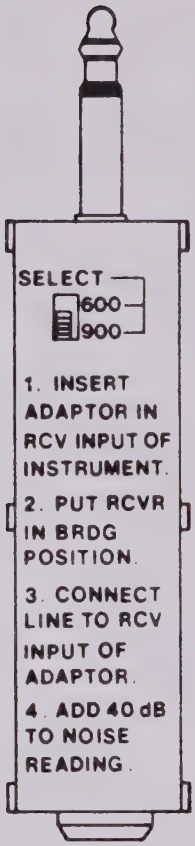
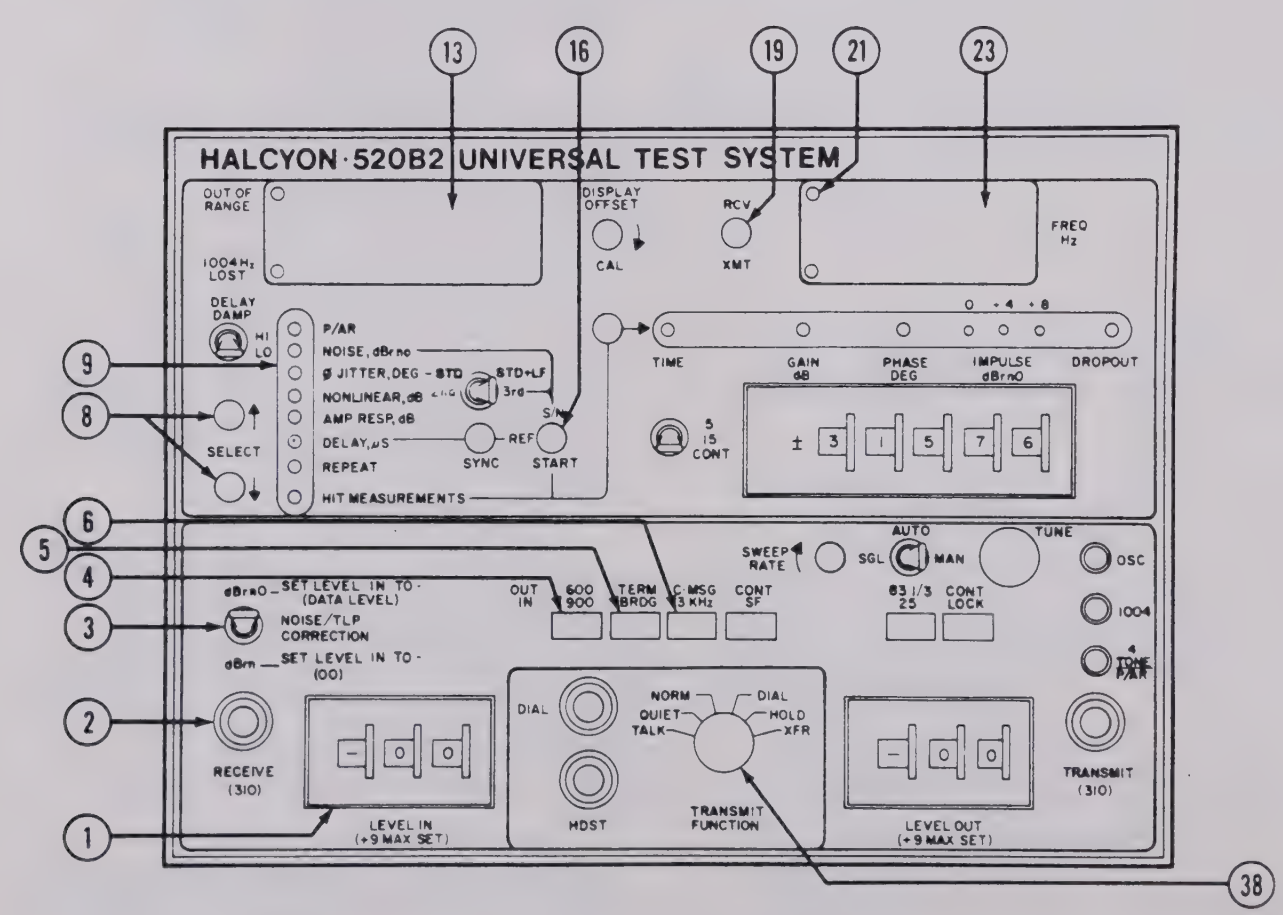

Figure 3-15. Noise-to-Ground Adapter (Halcyon PN 8220-0003-90)
Figure 3-17. Noise-to-Ground Measurement Controls
Noise-to-ground measurements using the 520B2 require the use of the optional Noise-to-Ground Adapter (figure 3-15). This measurement provides means for determining the magnitude of longitudinal
(6) Noise-to-Ground Measurement, Far-End to Near-End Procedure. (See figure 3-17.) Noise-to-ground measurements at the receive end require the use of an optional adapter (figure 3-15). The measurement procedure is as follows: